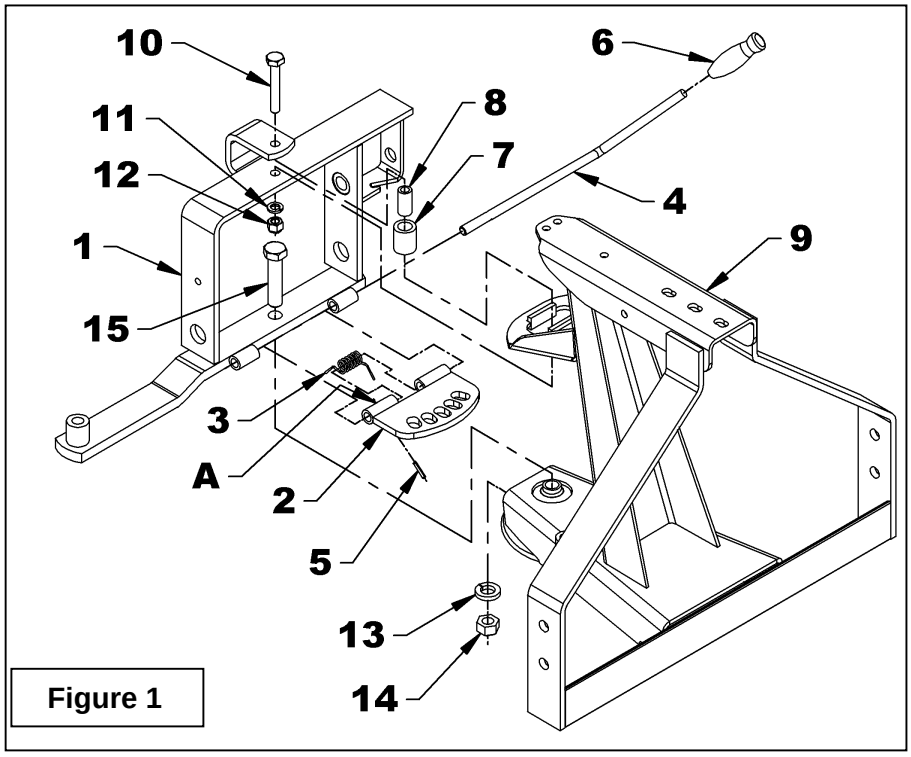

Figure 1
3. **Figure 1:** Install the plastic handle (item 6) on the handle (item 4).
4. **Figure 1:** Insert the 3/4'' x 3 1/4" bolt (item 15) through the universal hitch socket (item 9) and the broom pivot (item 1) making sure to raise the adjustment plate (item 2). Secure the broom pivot with a 3/4" lockwasher and 3/4'' NC stover nut (item 14-13) in the order illustrated.
5. **Figure 1:** Grease the outside of the spacer ring (item 8) and insert in the upper pivot bushing (item 7).
6. **Figure 1:** Place the bushing assembly in the universal hitch opening (item 9). Tip the broom pivot (item 1) forward till the holes line up with the bushing. Secure with a 1/2'' x 3 1/4'' hex. bolt (item 10), a 1/2'' lockwasher (item 11) and a 1/2" NC nylon insert locknut (item 12).